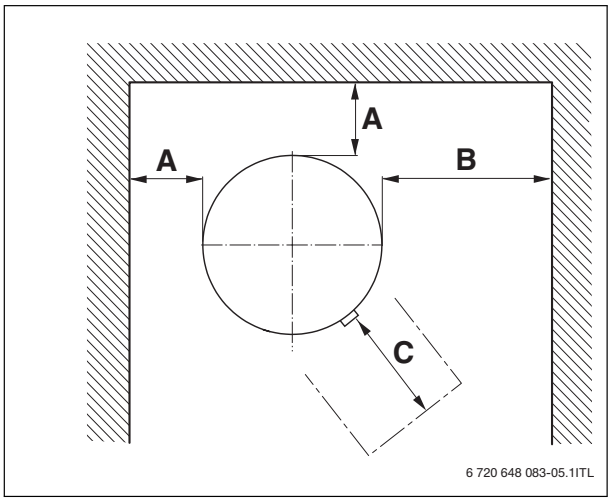

Fig. 8 Distances minimales par rapport aux murs
- ▶ Dans le local d'installation, respecter la hauteur et les distances minimales par rapport aux murs (→ tabl. 6, page 25 et fig. 8).